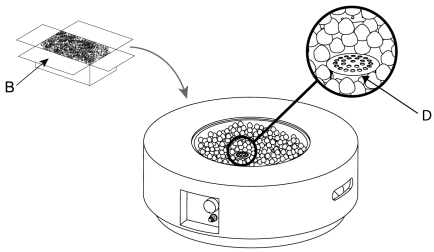

Figuur 3
4. Open de doos met lavastenen en plaats de lavastenen (B) in de vuurschaal van de vuurtafel (A) (zie Figuur 3).